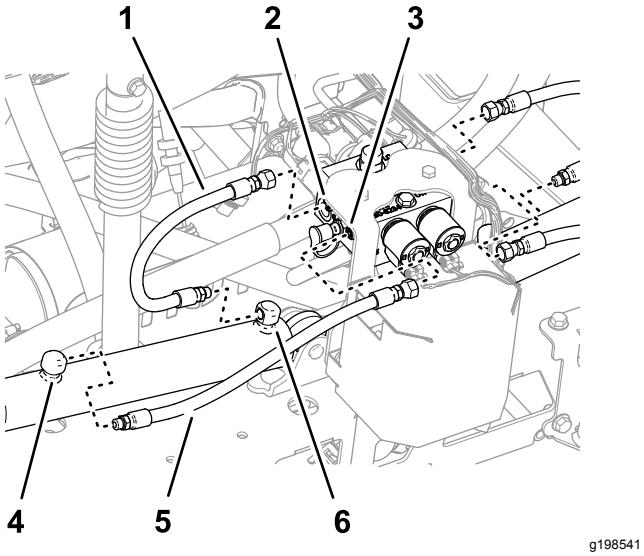

Figuur 37
1. Verwijder de slangen van de openingen voor de uitgaande slag van de linker- en rechterhefcilinder (Figuur 37).
2. Verwijder de slangen van de openingen C2 en C4 van het verdeelstuk voor de hefcilinder (Figuur 37).
3. Verwijder de slangen van de openingen voor de ingaande slag van de linker- en rechterhefcilinder (Figuur 37).
4. Verwijder de slangen van de openingen C1 en C3 van het verdeelstuk voor de hefcilinder (Figuur 37).